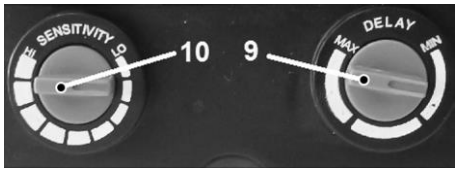

Рис. 3
6.3. Регулировка чувствительности светодиодных датчиков (3) для порога срабатывания светофильтра (2) производится
ручкой регулировкой (10). Регулировка производится в зависимости от внешних условий работы, например, при отражении от обрабатываемой поверхности световых лучей: солнца, источников искусственного освещения, работы других сварочных аппаратов, фар автотранспорта, иллюминации и т.д. Для регулировки чувствительности направьте маску (1) светофильтром (2) на источник постороннего света. Вращением ручки регулировки (10) установите порог срабатывания (затемнения) светофильтра (2), для чего слегка поверните ручку регулировки (10) против часовой стрелки от низкой до высокой чувствительности (Рис. 3).
6.4. Отрегулируйте время задержки перехода от темного к светлому регулятором (9) от 0,2 до 1,0 секунды, от минимума до максимума против часовой стрелки (Рис. 3).